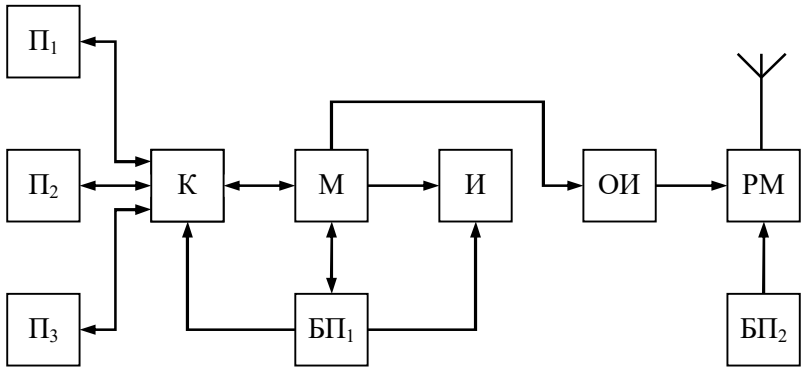

Рис.3.1. Структурная схема трехкомпонентного геофизического магнитометра
3.2. Структурная схема магнитометра приведена на рис.3.1.